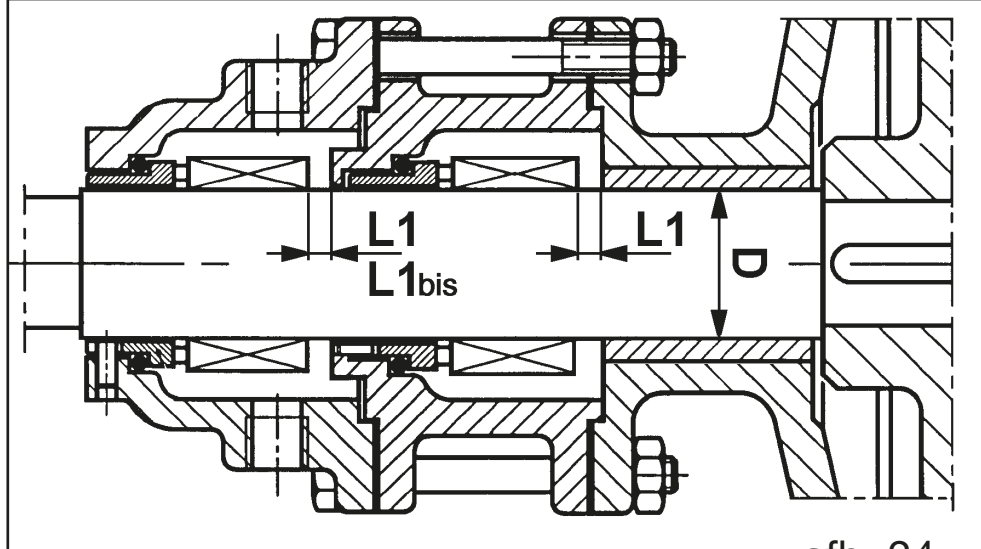

afb. 24
N.B. De tabel geeft diameter D van de as en afstand L1 tussen de afdichting (66.1) en de flens-steun (09) aan, die niet geblokkeerd is maar op de achterkant van de rotor rust (afb. 24)